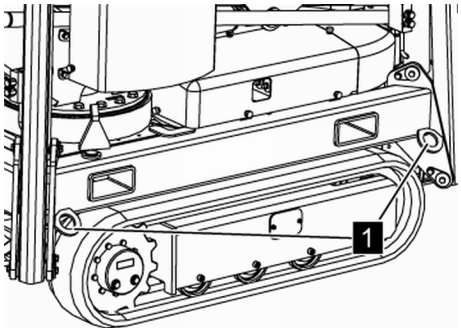

Fig. 39: Lashing eyes
- The machine must be anchored to the means of transport with safety belts on the lashing eyes (Fig. 39/1) provided.
3. *Anchor and secure the aerial access platform to the means of transport, e.g. with safety belts in the lashing eyes (*Fig. 39/*1).*